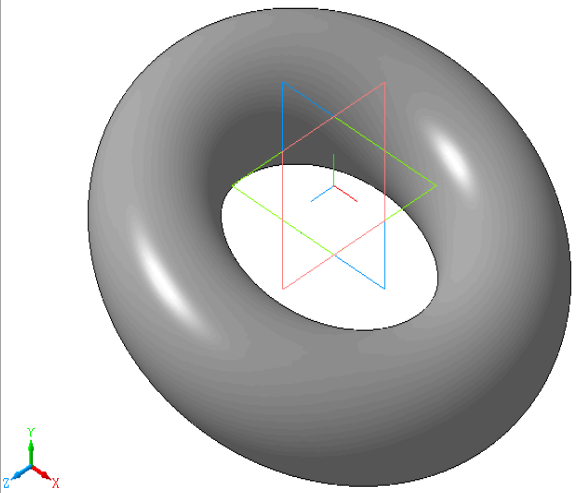

Рис. 3.16. Результат операции **Вращение**: эскиз
3.14. Создайте объект. Тело вращения – Тор (сплошной) построено (рис. 3.16).